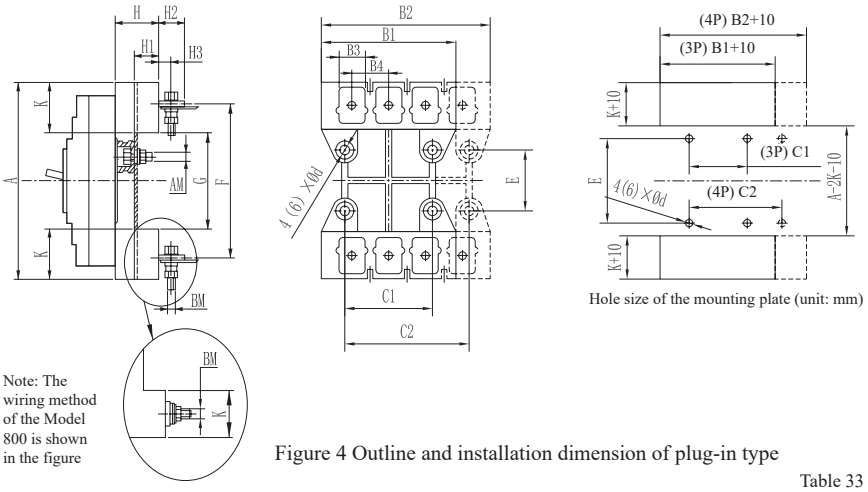

Figure 4 Outline and installation dimension of plug-in type
9.3 Outline and installation dimension of plug-in type (Table 34 and Figure 4)